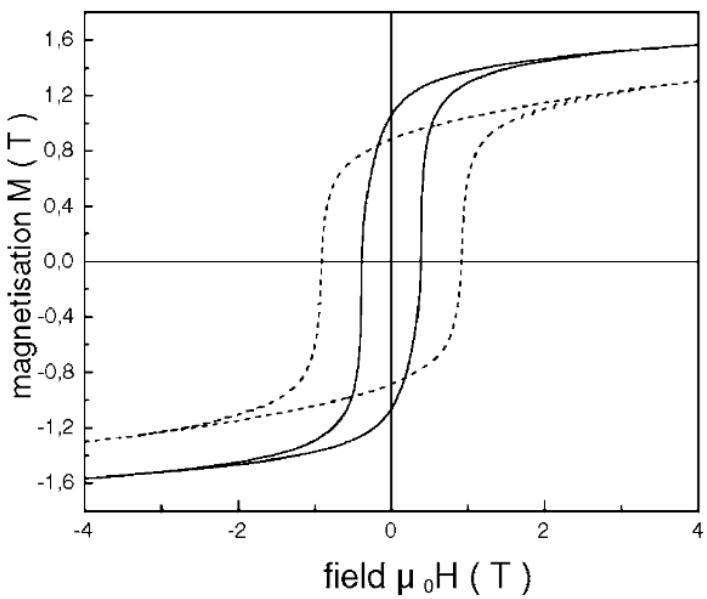

Figure 8 – Hysteresis loops of two Nd-Fe-B permanent magnets (full and dashed curves)
1. On your hysteresis loop (Figure 8), label the following magnetic properties on the y and x asis: Magnetisation (M), Coercivity (Hc) for one of the curves.